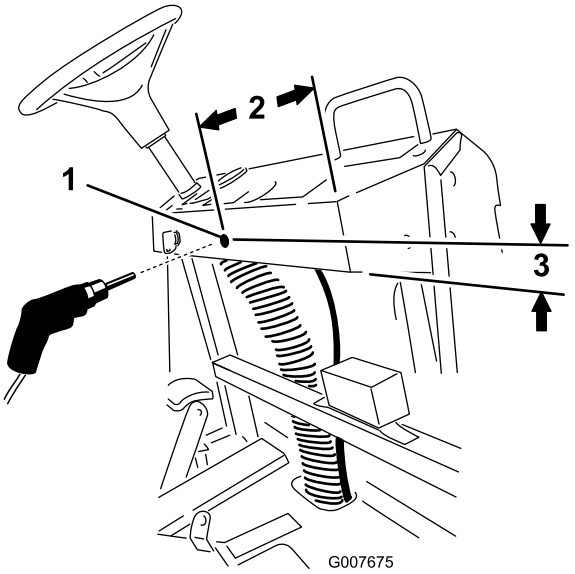

Figura 18
A. Haga una señal a 10 pulgadas del borde derecho del salpicadero y a 1-1/2 pulgadas del borde inferior del salpicadero (Figura 18).